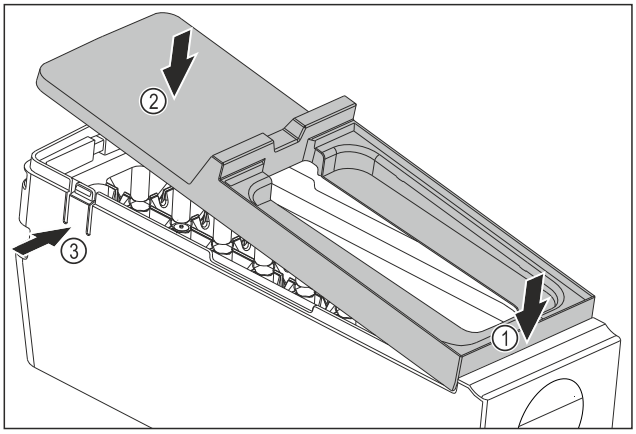

Fig. 108
▶ Montirajte pokrov glavnega dela EasyTwist-Ice: Pokrov spredaj namestite. *Fig. 108 (1)*
▶ Pokrov zadaj spustite. *Fig. 108 (2)*
▷ Pokrov se slišno zaskoči v obe sponi *Fig. 108 (3)*.